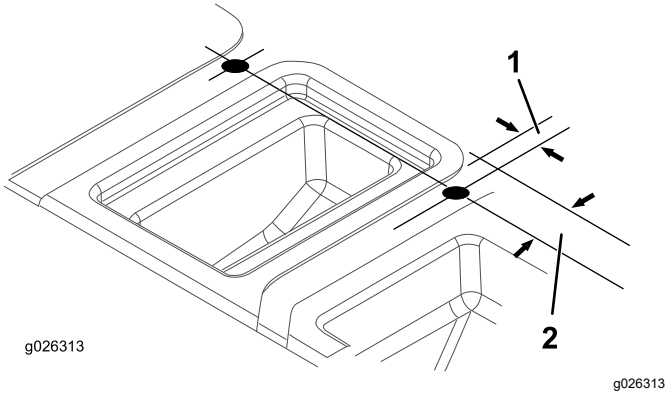

Figure 10
5. En vous aidant des dimensions indiquées à la Figure 10, localisez, repérez et percez 2 trous de 2,54 cm au sommet de la base des sièges. Localisez un trou de chaque côté du compartiment central.